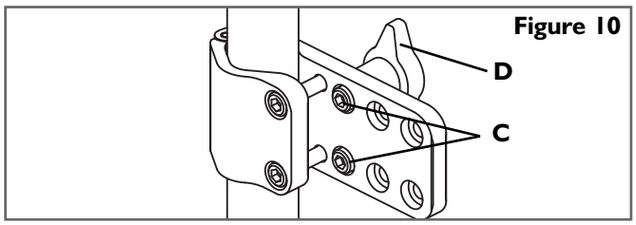
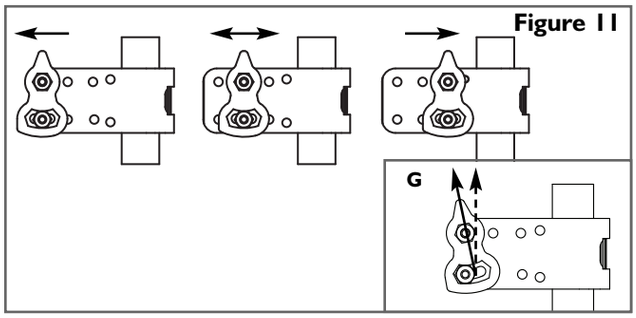

Figure 10
Figure 11
2. Retirez les vis à tête creuse gauche et droite (Figure 10-C) des éléments de fixation côté fauteuil.
3. Pour régler l'angle, déplacez l'attache conique (Figure 10-D) vers l'avant ou l'arrière dans le support comme illustré Figure 11. Serrez bien les vis à tête creuse. Le couple de serrage recommandé est de 1,7 à 2,3 Nm (15 à 20 po-lb).
4. Lors du réglage de l'angle, réglez également l'angle de l'attache conique pour les faire correspondre (Figure 11, encart G). Le couple de serrage recommandé est de 1,7 à 2,3 Nm (15 à 20 po-lb).